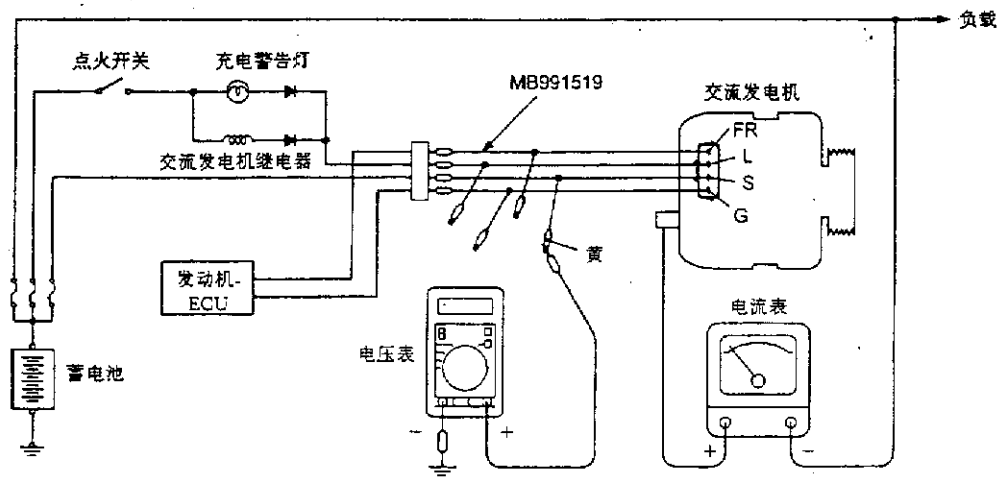

图 3－7－4
①交流发电机的安装状态。
②检查装在车辆上的蓄电池是否已充足电。
③交流发电机传动皮带的张紧度。
④易熔丝的状态。
⑤发动机运转中交流发电机有无异常噪声。
(4)如图 3－7－4 所示，使用专用工具(交流发电机测试配线：MB991519)把数字式电压表接到交流发电机的端子“S”和接地之间(把电压表的(＋)极导线接到端子“S”，把电压表的(－)极导线可靠地接地或接到蓄电池的负极端子上)。